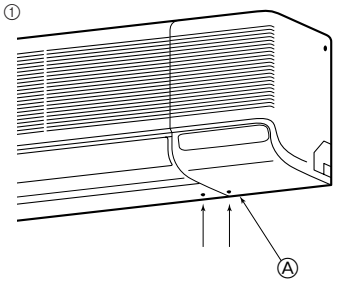

Fig. 3-5
1) Hintere, rechte und untere Rohrleitungen (Fig. 3-5)
① Die rechte Seitenplatte abnehmen.
① Nehmen Sie die Seitenplatte ab.